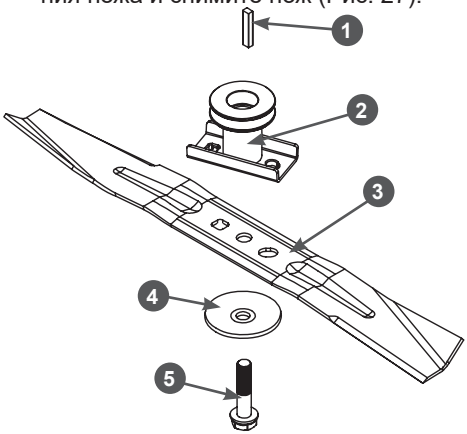

**Рис. 27. Установка ножа**
2. С помощью соответствующего инструмента открутите болт 5 крепления ножа и снимите нож (Рис. 27).
4. Установите нож на направляющие адаптера и закрепите его болтом и шайбой, как показано на Рис. 27. Убедитесь, что нож установлен правильно.
5. Зафиксируйте нож от проворачивания и надёжно затяните болт 5 крепления ножа (Рис. 27).